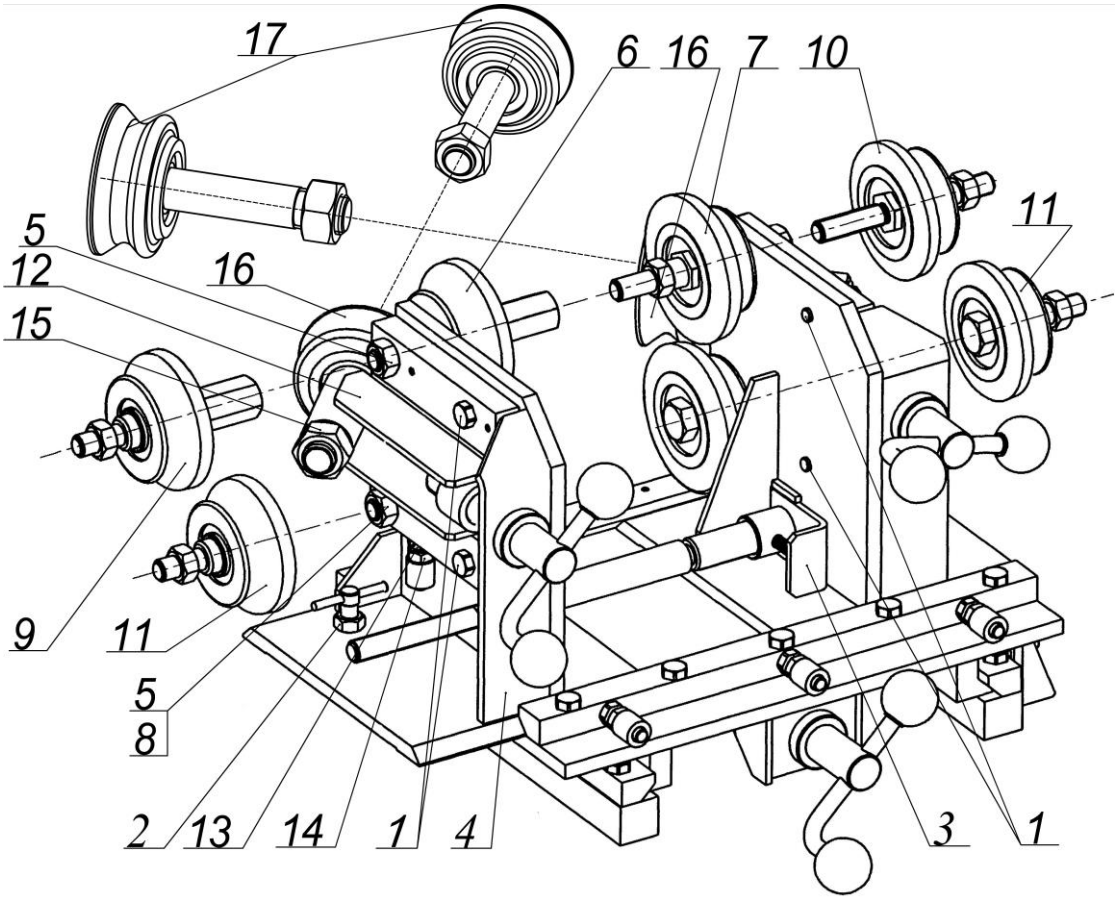

Рисунок 7 - Смена больших и малых правильных роликов
7.8. Настройку стенда для правки колёс автомобилей «HYUNDAI SANTA-FE» производить в следующей последовательности (см. рисунок 7):